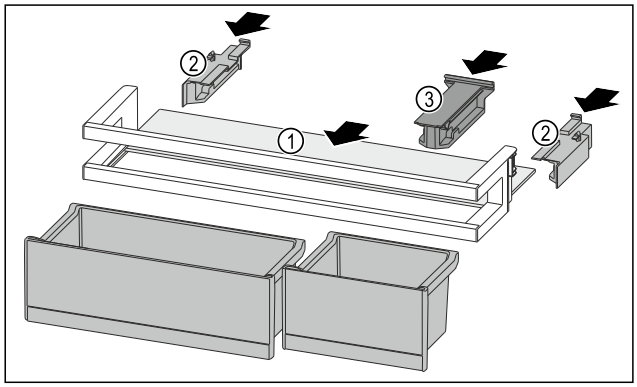

Fig. 215
- ▶ Inserire il ripiano *Fig. 215 (1)* negli incavi laterali.
- ▶ Inserire gli elementi laterali *Fig. 215 (2)*.
- ▶ Inserire l'elemento di tenuta *Fig. 215 (3)*.